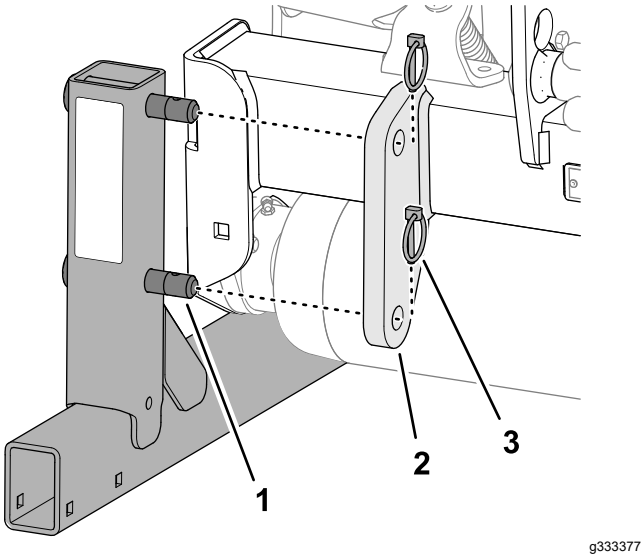

Figur 44
1. Montera förvaringsstödstiftet genom hålen i stödets fäste på krokramen (Figur 44).
2. Fäst förvaringsstödstiftet på stödets fäste med de två hjulsprintarna (Figur 44).